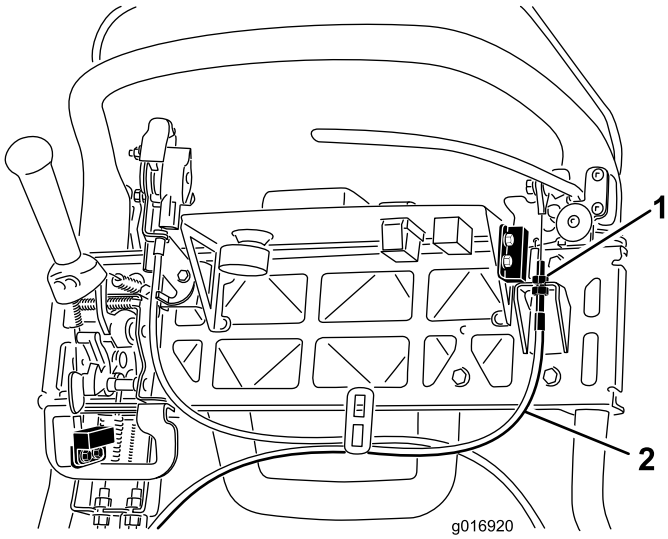

Figuur 40
3. Om de kabelspanning te verhogen zet u de bovenste kabelborgmoer los en draait u de onderste kabelborgmoer vast (Figuur 40) tot een kracht van 156 N moet worden uitgeoefend op de remhendel om de grendel van de parkeerrem vrij te zetten. Stel de rem niet zodanig af dat de remband aanloopt.